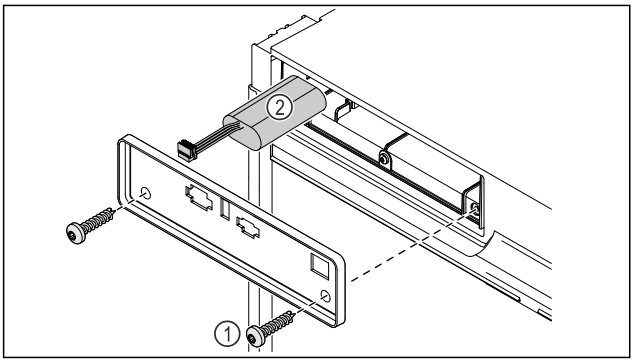

Fig. 200
▶ Deșurubați șuruburile și scoateți capacul de pe partea din spate a aparatului *Fig. 200 (1)*.
▶ Deconectați și scoateți bateria *Fig. 200 (2)*.